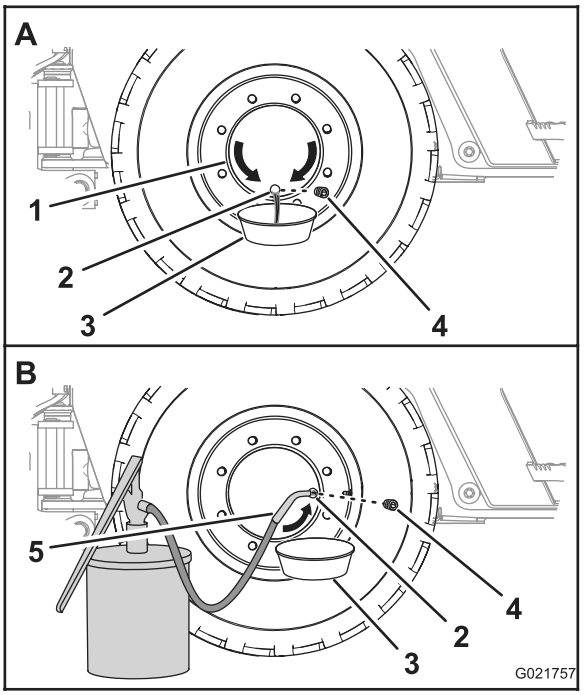

Рисунок 84
1. Переместите машину вперед или назад так, чтобы пробка маслозаливного отверстия ступицы колеса находилась в положении на «6 часов» (Рисунок 84).
2. Подставьте сливной поддон под сливное отверстие ступицы колеса (Рисунок 84).
3. Отверните пробку и слейте масло из планетарного редуктора (Рисунок 84).
5. Переместите машину вперед или назад так, чтобы пробка ступицы колеса находилась в положении на «3 часа» или «9 часов» (Рисунок 84).